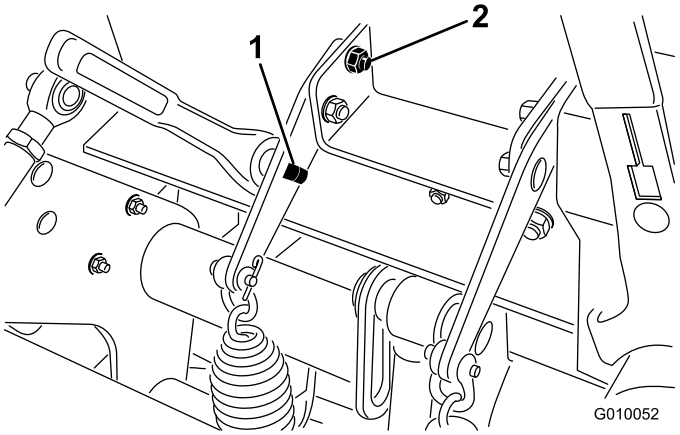

Figure 37
2. Insérez un manche à rochet de 1/2 pouce ou une barre de levier dans le trou carré du support de ressort (Figure 37).